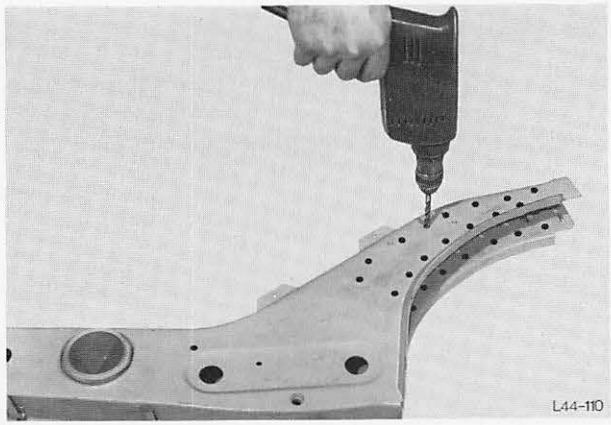

Abb. 108 Im Überlappungsbereich des Längsträgers Löcher bohren
15. Am Neuteil Längsträger von beiden Seiten im Bereich der Überlappung ca. 10 mm-Löcher bohren, Abb. 108. (Erforderlich für Lochschweißung).